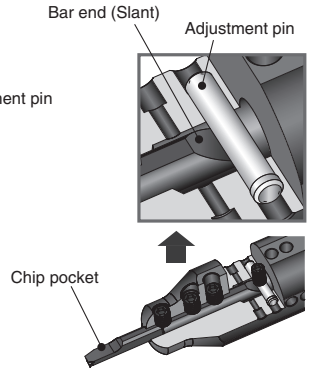

Fig.7: Fixed bar
(1) With the chip pocket upward, set the bar in sleeve. Press the slant of the end of the bar with the adjustment pin. Make sure that the bar does not move (Fig.7)
(2) Tighten the clamp screw with wrench (LW-2) and fix the bar.